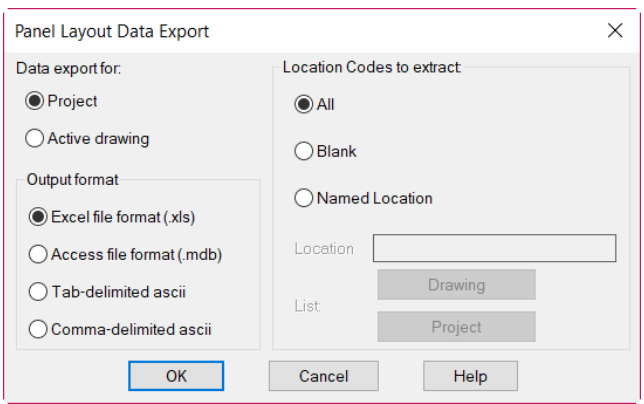

Figure P2-24 *The* ***Panel Layout Data Export*** *dialog box*
2. In this dialog box, select the **Panel Components*** radio button and choose the **OK** button; the **Panel Layout Data Export** dialog box is displayed, as shown in Figure P2-24.